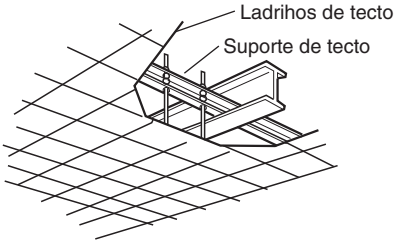

Fig. 3-4
- Utilize os suportes de tecto existentes ou construa um suporte adequado (Fig. 3-4).